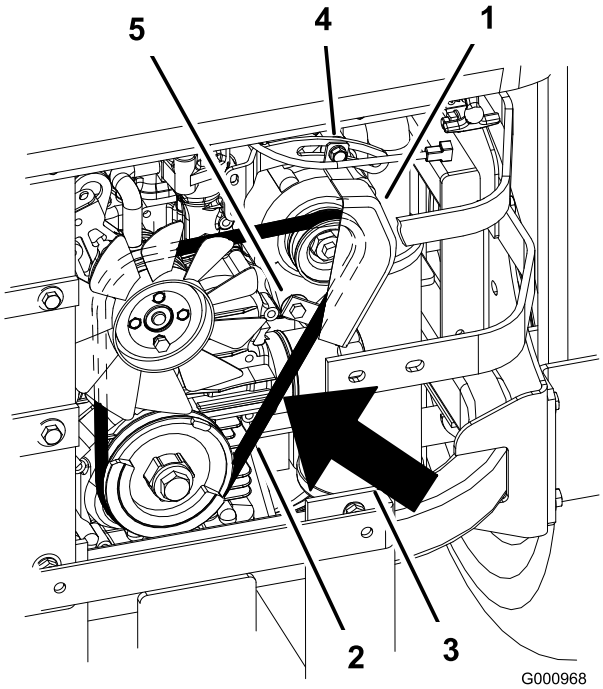

Figur 68
7. Lossa den nedre bulten och ta bort den övre bulten som håller fast generatorn och kåpan (Figur 68).
9. Montera en ny rem runt remskivorna och generatorn (Figur 68).
14. Dra åt den nedre bulten och montera den övre bulten som håller fast generatorn och kåpan (Figur 68).
2. Justera generatorn mot utsidan tills remmen har en nedböjning på 7 till 9 mm mellan motorn och generatorremskivorna med 10 kgf kraft (Figur 68).
5. Dra åt den nedre och övre bulten om nedböjningen är korrekt (Figur 68).